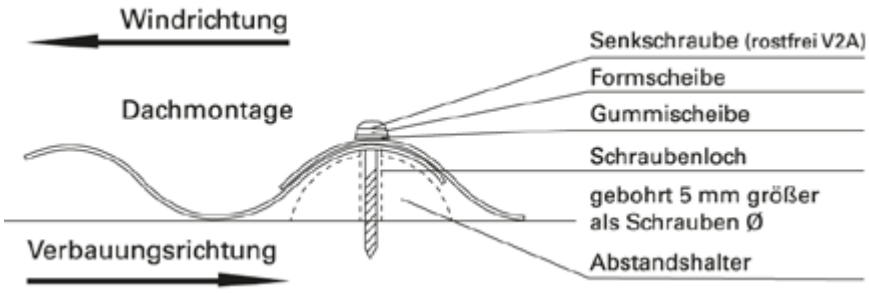

BILD 1
- Verlegung d. Wellplatten u. seitliche Überlappungen entgegengesetzt Hauptwetter-richtung (Bild 1)